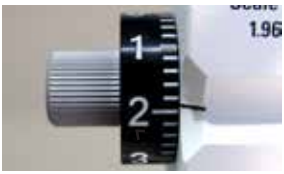

Abbildung CA-12 Auf 1,9 gestellt
12. Stellen Sie die Trommel auf Position 1,9. Siehe Abbildung CA-12.